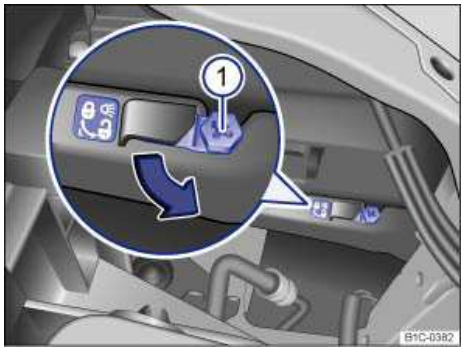
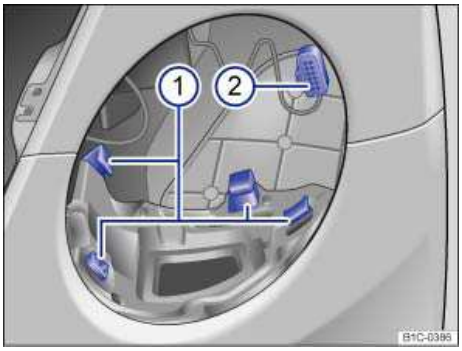

Fig. 174 In the engine compartment: Release lever for the left headlight.
Fig. 177 Anchors 1 and connector plug 2 of the left headlight assembly.
3.	Release the headlight housing. Use the Phillips screwdriver from the vehicle tool kit ⇒page 389 to turn the release lever ⇒fig. 174 (1).
2.	Connect the headlight assembly connector plug ⇒ fig. 177 (2).
3.	Slide the four headlight assembly anchors (1) into the four slots in the headlight opening.
4.	Secure the headlight assembly. Use the Phillips screwdriver from the vehicle tool kit to turn the release lever ⇒ fig. 174 (1).